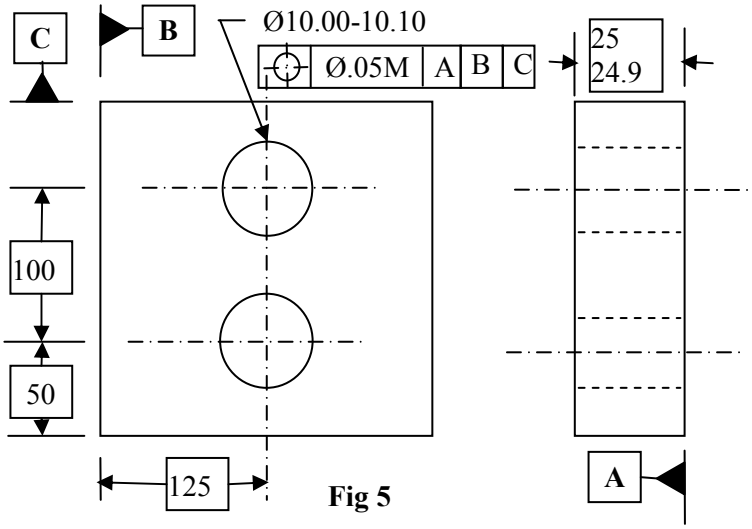

Fig 5
(b) Find the positional error of each hole, given in figure 5, (1) at MMC (2) LMC **06**
(b) Design the mating part that can be assembled with the component given in **figure 5** **06**